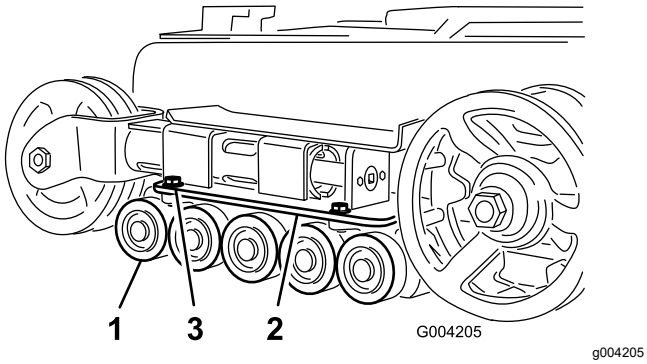

Figuur 50
2. Draai de 4 bouten los waarmee de onderste rupsbandgeleider met de wegwielen is bevestigd en verwijder de schroeven (Figuur 50).